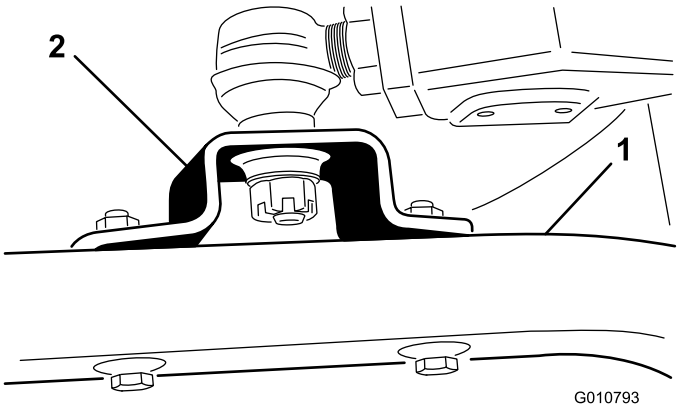

Figur 19
4. Fjern maskinskruerne og låsemøtrikkerne, som fastholder kugleledsbeslagene på styrehjulsarmene på klippeenheden (Figur 19).
4. Sæt løftehåndtaget i flydeposition. Tryk løftearmene ned, til hullerne i kugleledsbeslagene flugter med hullerne i styrehjulsarmene (Figur 19).